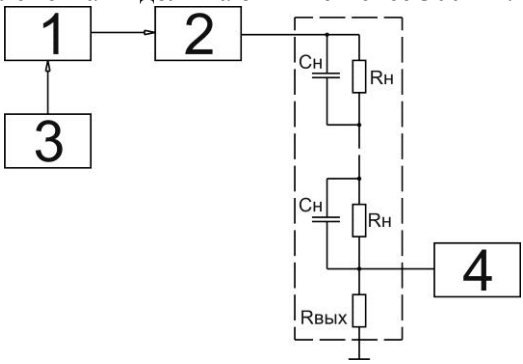

*Рис.7.1 Схема для калибровки дефектоскопа*
**7.5.2.1** Для проведения проверки собрать схему в соответствии с рис. 7.1: между высоковольтным выводом трансформатора ВТ-1 и разъемом "⏚" для подключения заземлителя подключить делитель напряжения ДН-1000 с суммарным сопротивлением (3 ± 0,15) Мом и коэффициентом деления 1:1000 и емкостной нагрузкой 20 пФ или 1000 пФ в соответствии с данными таблицы 1.1.